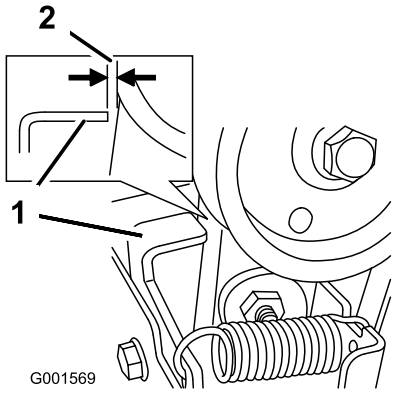

Figura 40
3. Disinnestate la leva della coclea/ventola e verificate che tra il gruppo frizione della coclea e la linguetta vi sia una luce di 1,5 mm (Figura 40).